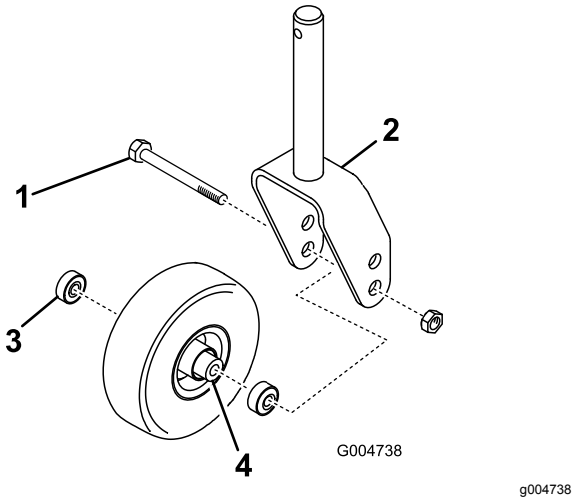

Figur 142
1. Lossa låsmuttern från den skruv som håller fast svänghjulet mellan hjulgaffeln eller svänghjulsarmen (Figur 142).
2. Fatta tag i svänghjulet och skjut ut skruven ur gaffeln eller svängarmen (Figur 142).
3. Ta bort lagret från hjulnavet och låt lagerdistansbrickan ramla ut (Figur 142).
4. Ta bort lagret från hjulnavets motsatta sida (Figur 142).